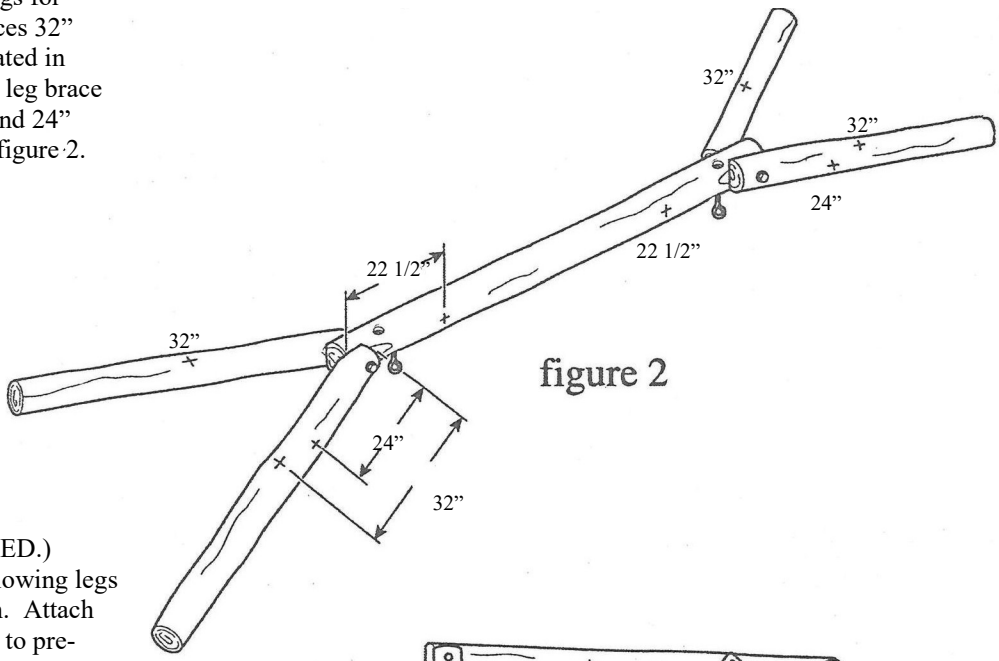

figure 2
STEP 2 Pre-measure and mark rail and legs for braces. Mark position of leg braces 32" from the top of the legs as illustrated in figure 2. Mark position of rail to leg brace 22 1/2" from the end of top rail and 24" from the top of legs as shown in figure 2.